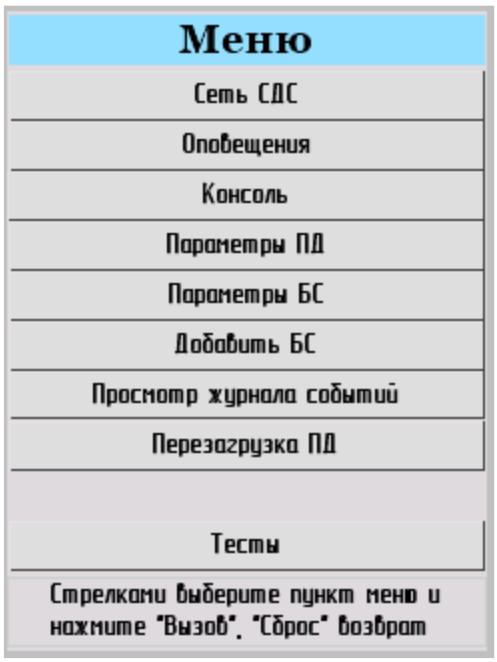

Рис. 4.1
4.1 Зайти в меню настроек. Для этого на клавиатуре набрать комбинацию #9. На дисплее появится основное меню (рис. 4.1).